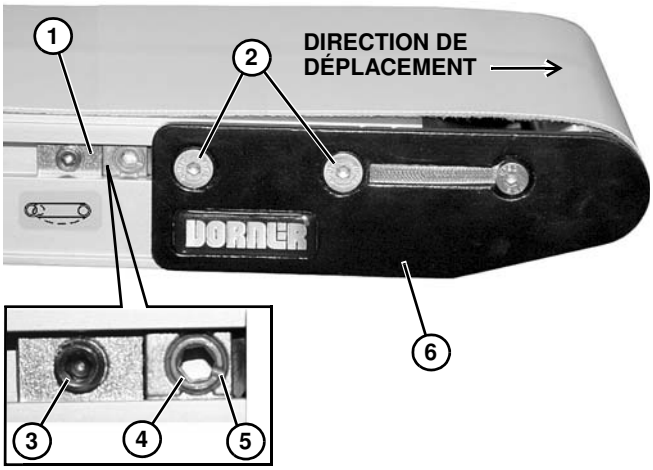

Figure 59
Les convoyeurs à bande sans guidage en V sont équipés de rives de guidage **(Figure 59, élément 1)** permettant le réglage du guidage.
1. S'assurer que les vis de fixation de la plaque de tête **(Figure 59, élément 2)** sont bien serrées des deux côtés du convoyeur.
2. Sur les deux côtés du convoyeur, desserrer les vis de fixation de la came **(Figure 59, élément 3)**. Régler les cames **(Figure 59, élément 4)** jusqu'à ce que les encoches indicatrices **(Figure 59, élément 5)** soient horizontales et fassent face à l'extrémité du convoyeur. Glisser ensuite les cames contre les plaques de tête **(Figure 59, élément 6)** et resserrer au couple de 7 N.m les vis de fixation des cames **(Figure 59, élément 3)**.
3. Sur le côté vers lequel se déplace la bande, desserrer les vis de fixation de la plaque de tête **(Figure 59, élément 2)**.
4. Le convoyeur étant en fonctionnement, tourner à l'aide d'une clé hexagonale de 5 mm et par petits incréments la came de guidage **(Figure 59, élément 4)** jusqu'à ce que la bande se déplace au centre du convoyeur. Tout en maintenant la came en position, resserrer au couple de 7 N.m les vis de fixation de la plaque de tête **(Figure 59, élément 2)** à l'aide d'une clé hexagonale de 4 mm.